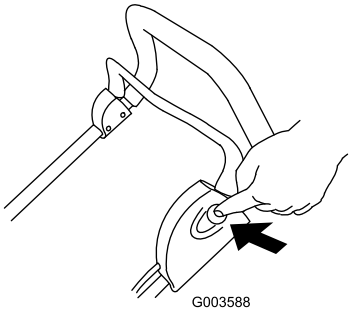

Figur 15
3. Trykk på knappen på venstre side av håndtaket og hold den inne (Figur 15).